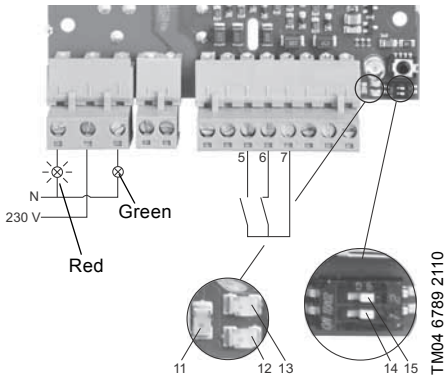

**Fig. 9** Detection of high water level
See fig. 9.
Use terminal (pos. 6) when an NC contact is to be used to indicate high water level. See fig. 9.
The green indicator light indicating normal operation is off. LED1 (pos. 11) flashes. The number of flashes indicates the current alarm. See section *7.1.1 System alarms and warnings* and fig. 9.